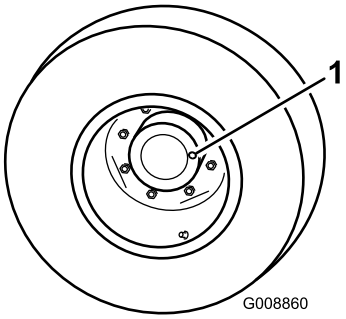

Figura 13
1. Coloque a máquina numa superfície nivelada e posicione a roda de forma a que o tampão de verificação/escoamento (Figura 13) se encontre na posição das três ou nove horas.